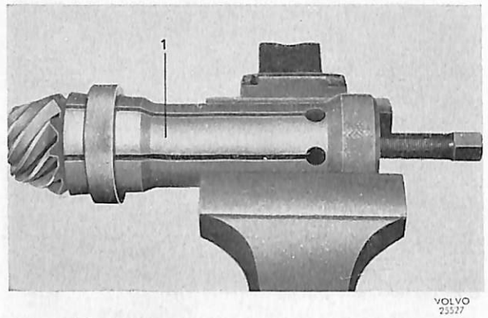

Bild 12. Demont. av bakre pinjonglager.
6. Drag vid behov bakre lagret (29) av pinjongen, bild 12. Använd avdragare SVO 2392.